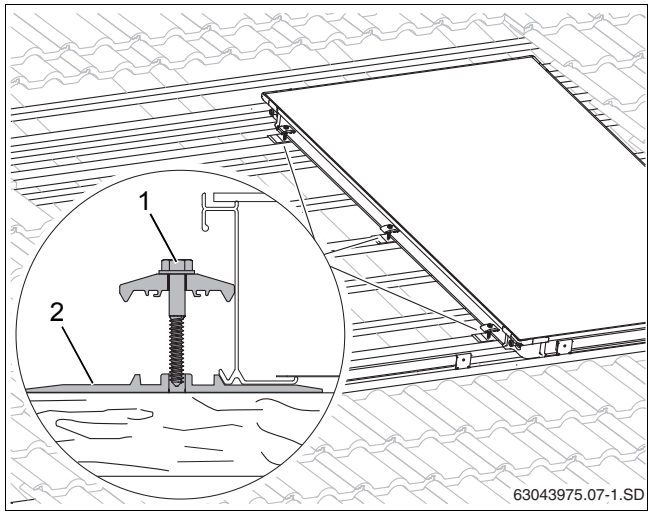

Рис. 24 Двухсторонний прижим на первом коллекторе
- Слега приподнимите коллектор и сдвиньте под него подкладные пластины (рис. 24, [2]) с двухсторонним прижимом на 2-й и 3-ей дополнительной рейке, а также в середине коллектора на имеющейся рейке так, чтобы выступ уперся внизу в край коллектора.
- Для винта (рис. 24, [1]) нужно заранее просверлить отверстие сверлом 4 мм. Для разметки используйте насечки на подкладных пластинах.